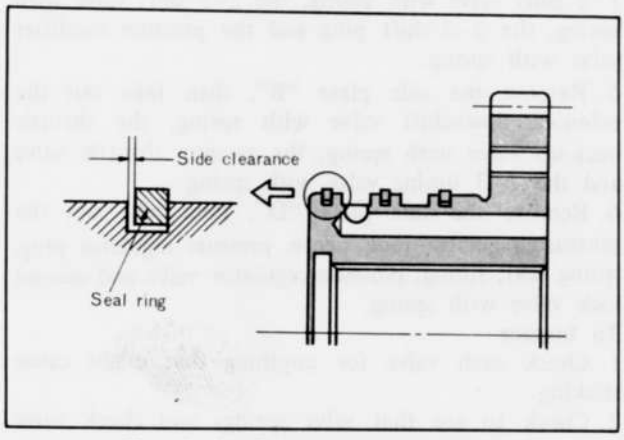

Fig. 7B–39 Clearance of oil seal ring
3. Check the side clearance between the sealing and gloove as shown in Fig. 7B–39. The standard clearance is **0.04 ~ 0.16 mm (0.002 ~ 0.006 in)**. When disassembling the seal ring, squeeze it up so that its joint will rise above the groove, and disconnect the joint.